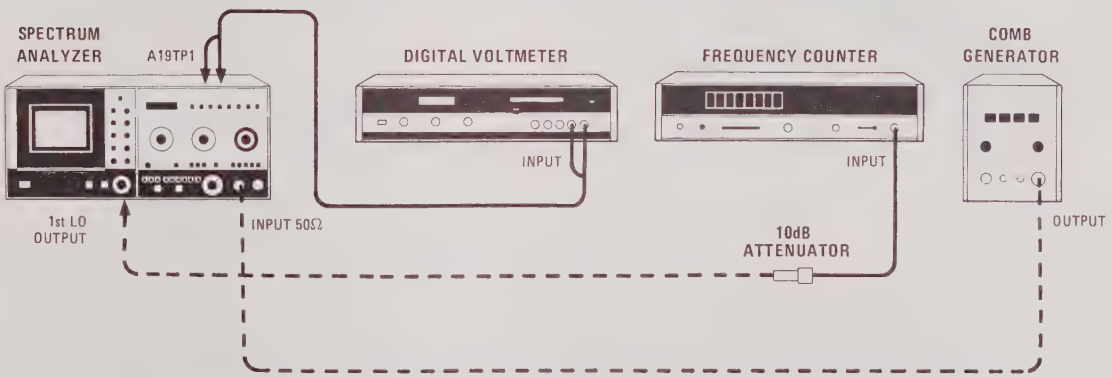

Figure 5-31. YIG Driver Adjustment Test Setup
b. Reconnect power cord, set LINE switch ON, connect equipment as shown in Figure 5-31, and set 8565A controls as follows: